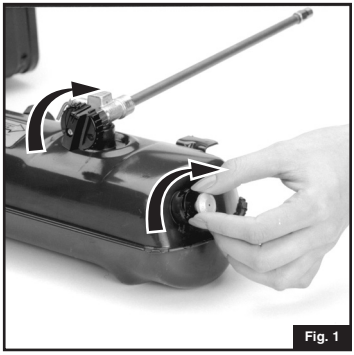

Fig. 1
■ Close FUEL VALVE firmly. (Fig. 1)
■ Close PUMP KNOB firmly. (Fig. 1)